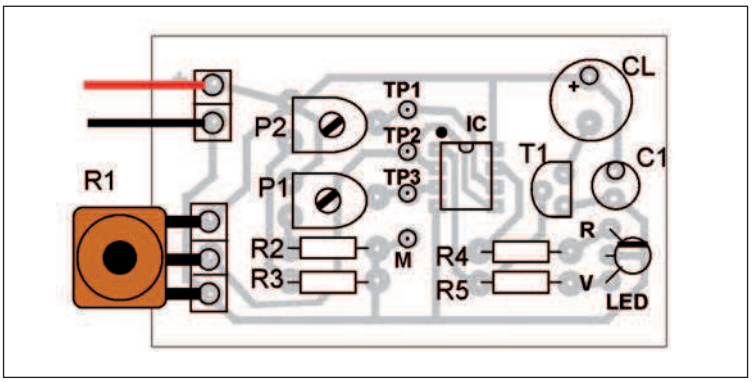
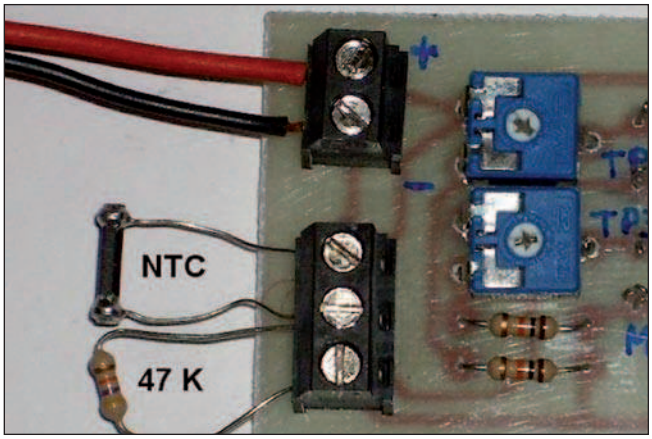

Figura 6: disposizione dei componenti.
Figura 7: utilizzo della scheda con un sensore NTC.
d) montaggio dei componenti come nella **figura 6**. Dopo il montaggio dei componenti si passa al collaudo. Il potenziometro di prova R1 viene montato esternamente alla scheda sulla morsettiera a tre posti. Per prima cosa si alimenta il circuito a 12 Vcc e si regolano i trimmer P1 e P2 fino a leggere 8V su TP1 e 10 V su TP3. Poi si ruota lentamente il potenziometro R1 in senso orario. Se non ci sono errori nel circuito, vedremo il LED emanare luce di colore verde, poi arancio e infine rosso. In corrispondenza del rosso dovremo sentire anche il suono del cicalino elettronico. Per la prova con un sensore reale dobbiamo smontare il potenziometro e sostituirlo con un NTC messo in serie con una resistenza da 47 KΩ, come mostrato in **figura 7**. L'NTC è una resistenza che varia con la temperatura, con cui possiamo realizzare un allarme industriale. Per la prova usiamo un NTC avente resistenza di 33 KΩ a 25 gradi; riscaldiamo l'NTC avvicinando il saldatore e regoliamo i trimmer P1 e P2 secondo le soglie di sensibilità desiderate. ❑